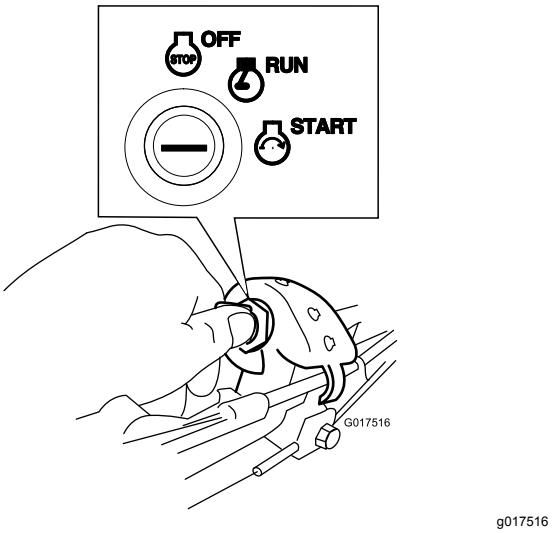

Figur 18
- **Tændingsnøgle:** Drej tændingsnøglen hen i Start-positionen og hold den dér (Figur 18); slip den, når motoren starter.
1. Drej tændingsnøglen til position RUN (KØR) (Figur 18).